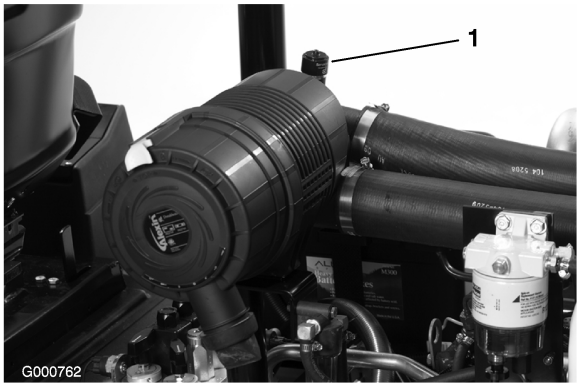

Figur 38
Efterse kun luftfilteret, når serviceindikatoren (Figur 38) viser, det er nødvendigt. Hvis du udskifter luftfilteret, før det er nødvendigt, øger du blot risikoen for, at der kommer snavs ind i motoren, når filteret afmonteres.
6. Nulstil indikatoren (Figur 38), hvis den viser rødt.